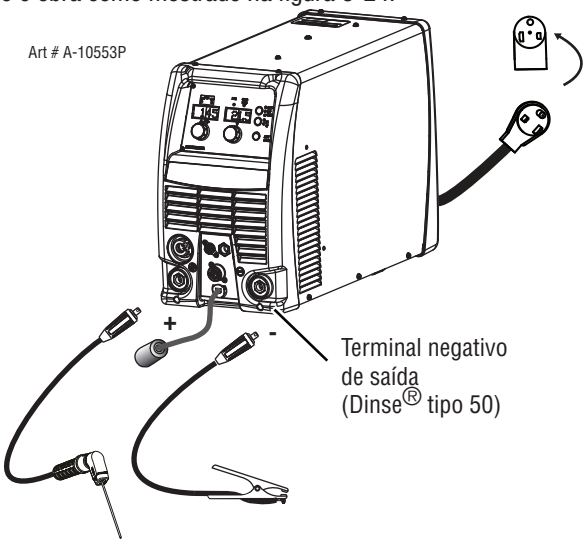

Figura 3-24: Ajuste para solda ELETRODO mostrando como polaridade reversa.
2. Conecte o cabo do porta eletrodo e obra como mostrado na figura 3-24.